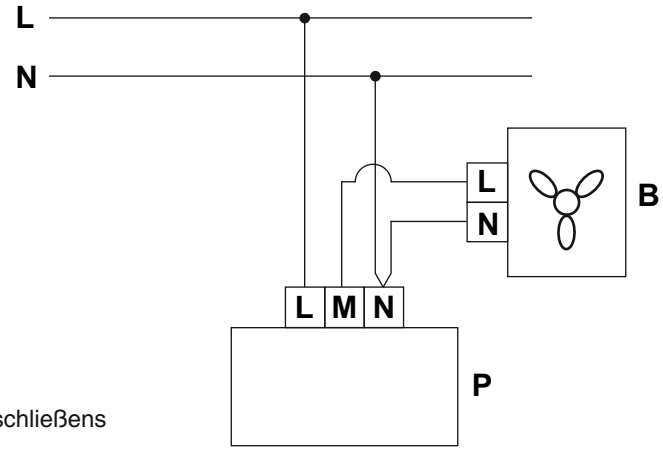

Abb.3 Schema des Anschließens des Reglers
- der Griff des Reglers (1) abmontiert,
- die Schraubenmutter der Abdeckung (2) aufgedreht und die Abdeckung (3) abgenommen,
- die Befestigungsschrauben (4) des Montagekastens aufgedreht und der Regler (5) ausgebaut,
- die Anschlussdrähte in den Montagekasten (6) eingeführt,
- die Anschlussdrähte entsprechend des Anschlussschemas (Abb.3) und dem Aufkleber an der Klemmleiste, zum Klemmkasten, der sich an der Reglerplatte befindet, angeschlossen,